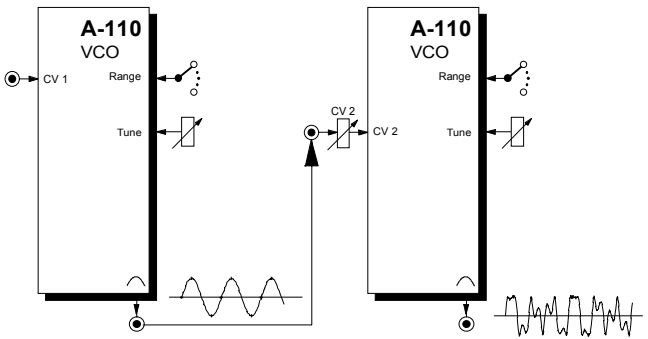

Abb. 7: Frequenzmodulation im Audio-Bereich
Für die exponentielle FM führen Sie das Modulationssignal dem **CV-Eingang ❶** oder **❷** zu (s. Abb. 7).